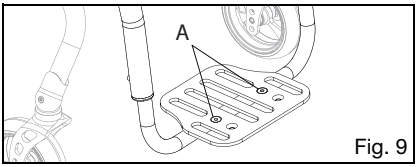

Fig. 9
1. Use a 4mm Allen wrench to loosen the two screws (Fig. 9:A) that secure the footplate to the footplate clamp. Do not remove the screws from the footplate.Once loose, the footplate will easily rotate around the footrest extension tube.
2. Select the desired position and retighten the two M6 screws (Fig. 9:A) to 80 in./lbs (9.04 N*m).